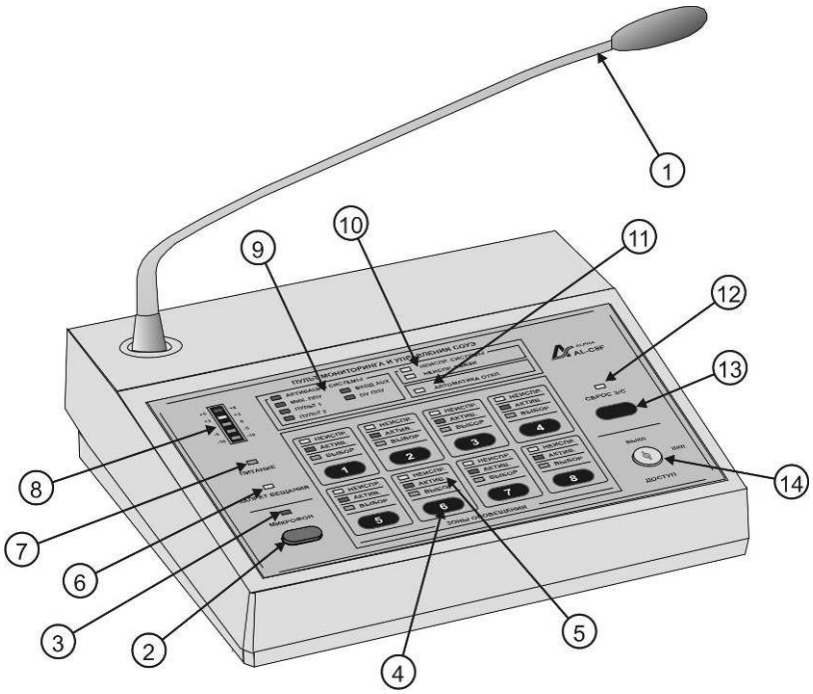

Рис. 1. Общий вид
3) Произнесите сообщение в микрофон (индикатор уровня аудио сигнала (см. Рис.1 п.8) не должен заходить в красную зону) и отрегулируйте, при необходимости, уровень громкости с помощью регулятора «PULT1» или «PULT2» (в зависимости от того, к какому разъему подключен данный пульт) в ППУ AL-8MP2 (см. ТД на ППУ AL-8MP2).